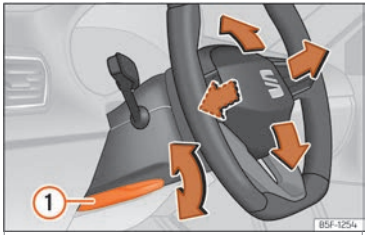

Fig. 9 Palanca en la parte inferior del lateral izquierdo de la columna de dirección.
- Tire de la palanca ››› **fig. 9** ① hacia abajo, mueva el volante hasta la posición deseada y vuelva a subir la palanca hasta el punto de cierre.
- **Tras ajustar la columna de la dirección, empuje firmemente la palanca ››› fig. 9 ① hacia arriba para que el volante no cambie de posición accidentalmente durante la marcha.**